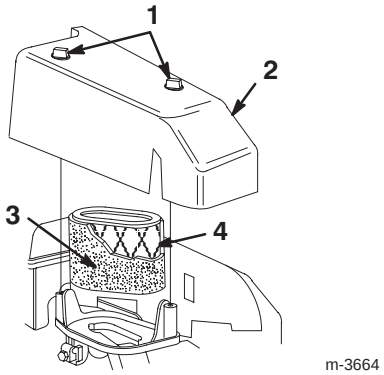

Bild 15
3. Lockern Sie die beiden Feststellschrauben, mit denen der Luftfilterdeckel am Motor befestigt ist (Bild 15).
4. Entfernen Sie den Luftfilterdeckel und reinigen ihn gründlich (Bild 15).
6. Waschen Sie den Schaumeinsatz, wenn er verschmutzt ist, vorsichtig in einer milden Seifenlauge. Spülen Sie den Schaumeinsatz in klarem Wasser und lassen ihn trocknen (Bild 15).
8. Ziehen Sie den Schaumeinsatz über die Papierkartusche (Bild 15).
9. Bringen Sie den Luftfilterdeckel an (Bild 15).
10. Ziehen Sie den Deckel mit den zwei Feststellschrauben dicht an (Bild 15).